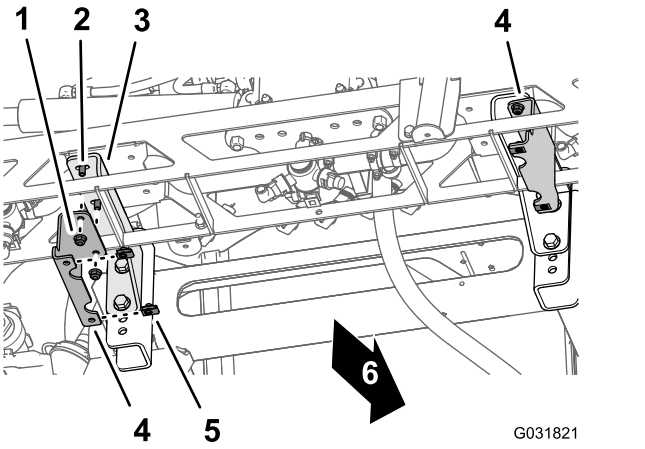

Figur 41
3. Afmonter de 2 flangelåsemøtrikker (3/8 tomme), der fastgør venstre dækselstøttebeslag til venstre støttebeslag til midterbomsektionen, og afmonter dækselstøttebeslaget (Figur 41).
4. Skru de 2 flangelåsemøtrikker (⅜") på flangehovedboltene (⅜" x 1") på venstre støttebeslag til midterbomsektionen (Figur 41), og tilspænd bolten og møtrikken til 37 til 45 Nm.
5. Gentag trin 3 og 4 for dækselstøttebeslaget og støttebeslaget til midterbomsektionen i højre side af midterbomsektionen (Figur 41).
6. Fjern klemmemøtrikkerne fra venstre og højre dækselstøttebeslag (Figur 41).